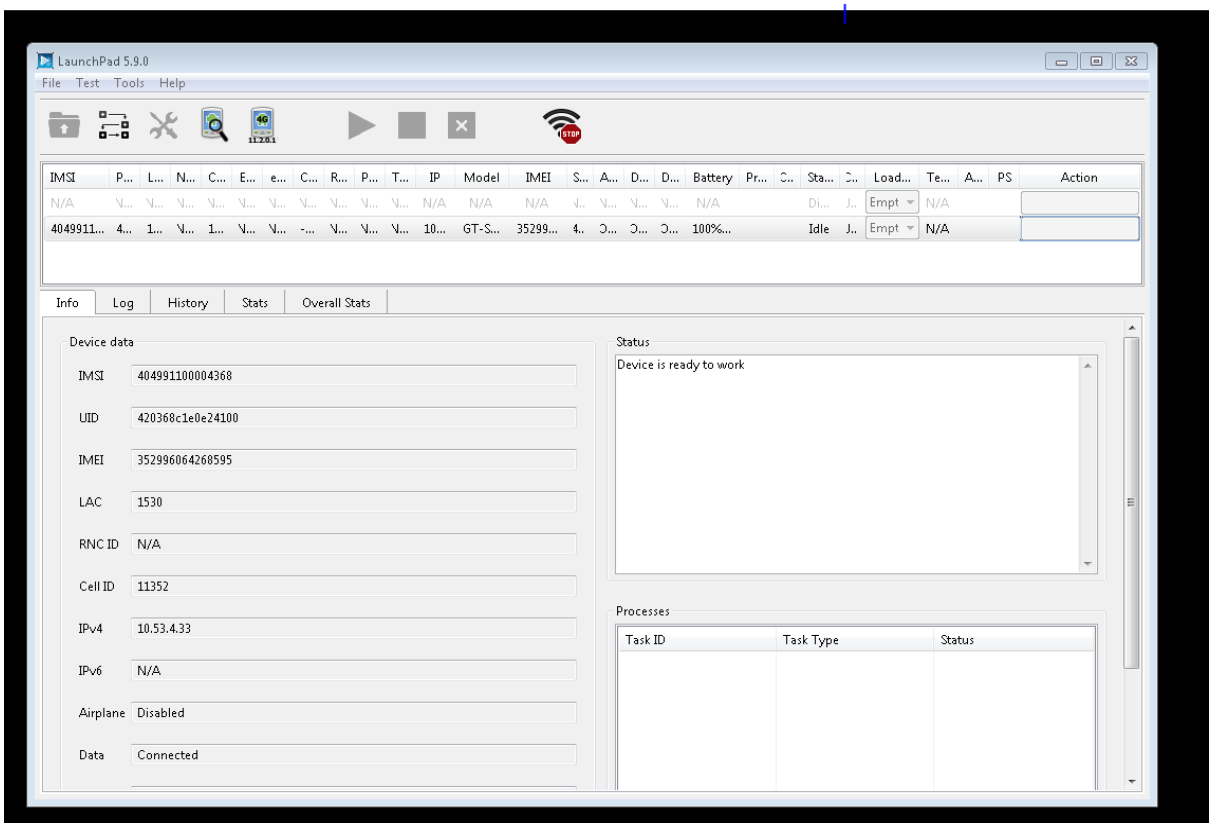

Fig:8: MCG PC
- **Mobile Call Generator PC (MCG PC)** is a remote PC which is shown in fig 8 where User Equipment (Mobile) is associated. RRH Transmitter would be arranged by the cell phone which is available in RF box. The RF box is the centralizes all frequencies that cell phone latches and detaches just frequency got from BTS. MCG PC is utilized to make the calls remotely where all the information of mobile like IMSI and IMEI, LAC and CI data will be present.